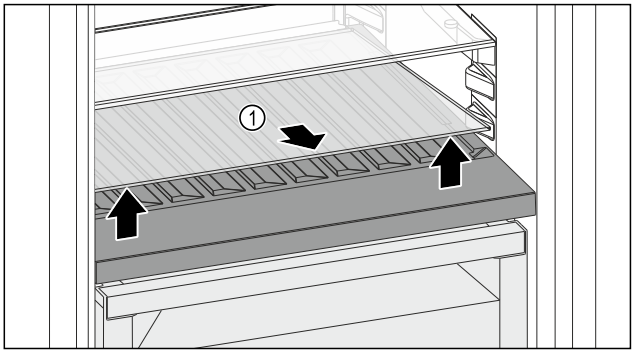

Fig. 118
▶ Emelje meg elöl, a mélyedésnél az üveglapot *Fig. 118 (1)*, és vegye ki.
▶ Biztonságosan tárolja az üveglapot *Fig. 118 (1)* a készüléken kívül.